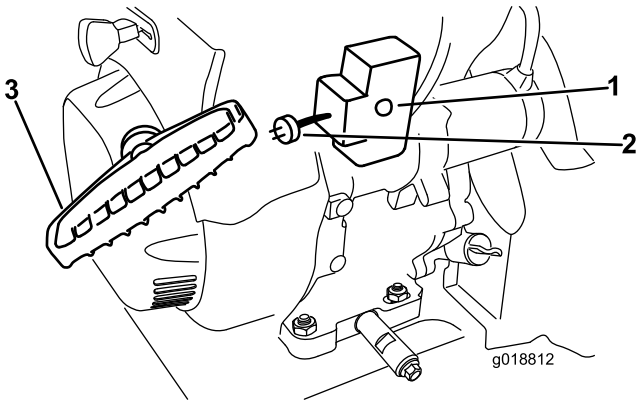

Figur 30
7. Start maskinen ved at trække i tilbageslagsstarthåndtaget eller trykke på den elektriske startknap (Figur 30).